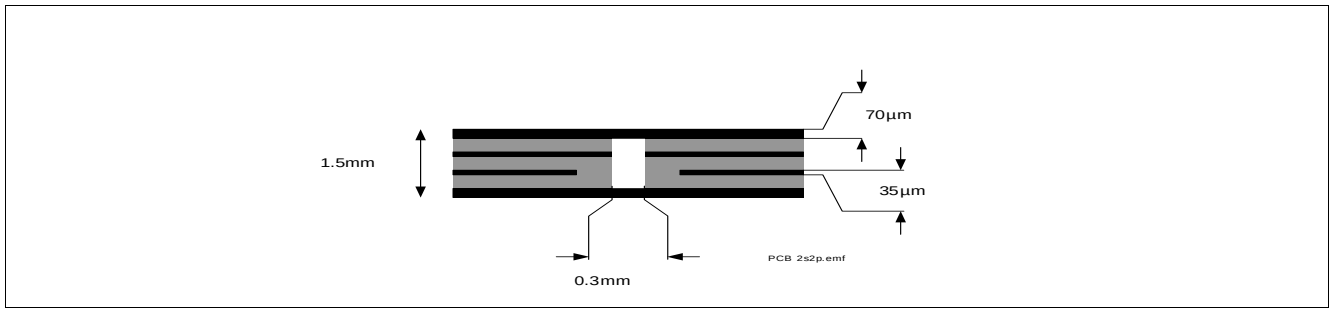
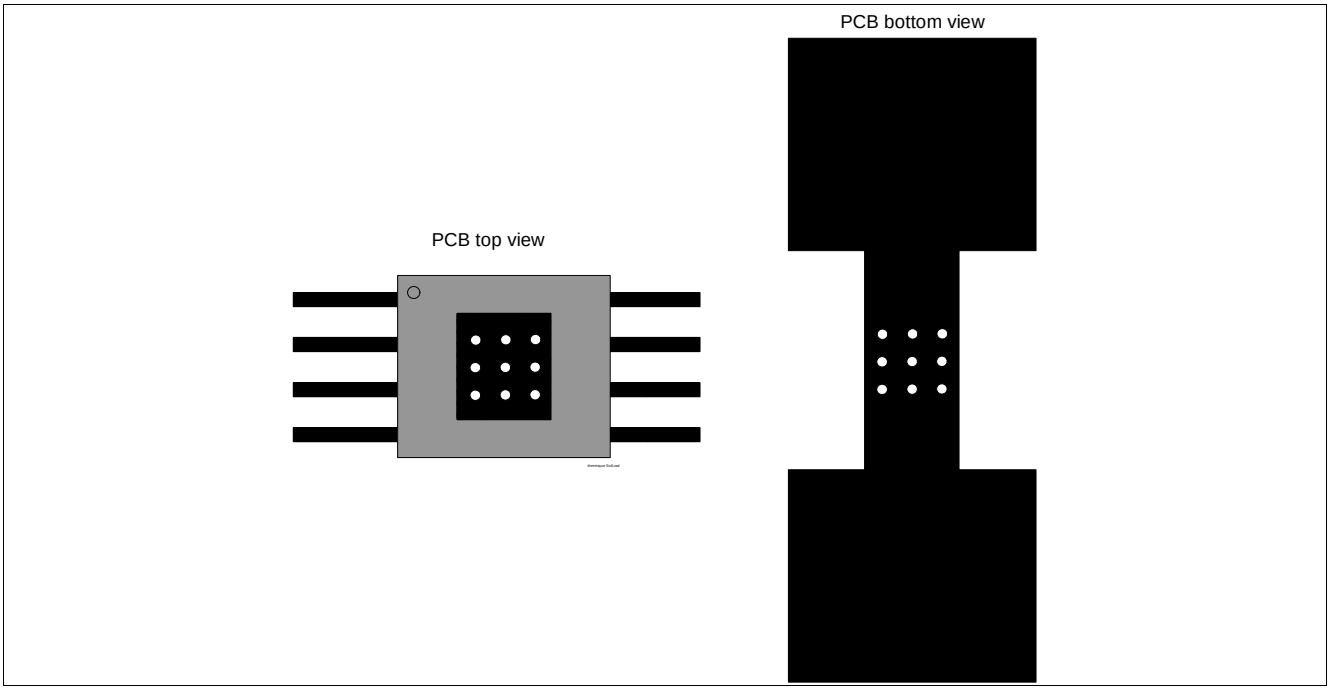

Figure 4 2s2p PCB Cross Section
Figure 5 PC Board Top and Bottom View for Thermal Simulation with 600 mm² Cooling Area
2)Specified R_{thja} value is according to JEDEC JESD51-2,-5,-7 at natural convection on FR4 2s2p board; The product (chip + package) was simulated on a 76.4 x 114.3 x 1.5 mm board with 2 inner copper layers (2 x 70µm Cu, 2 x 35 µm Cu). Where applicable, a thermal via array under the exposed pad contacts the first inner copper layer. Please refer to **Figure 4** and **Figure 5**.